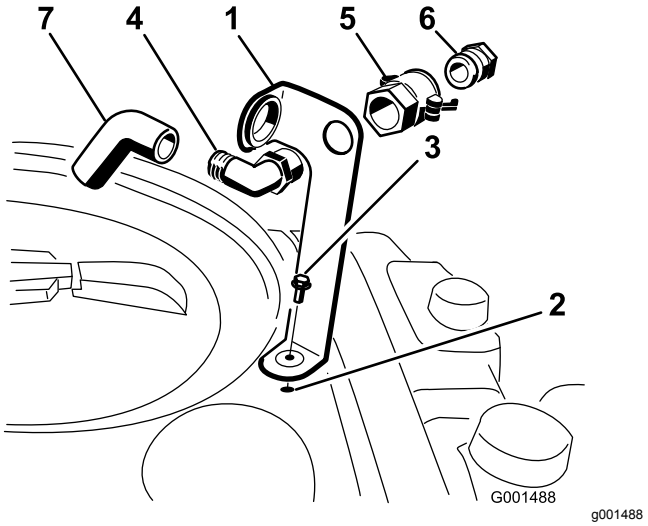

**Figuur 3**
1. Plaats de beugel van de slangaansluiting op de schroefdraadopening in de tank en zet deze vast met een flenskopbout (5/16" x ¾") (Figuur 3).
2. Steek het draadeinde van de elleboogfitting van 90° door de beugel en draai hierop de snelkoppeling zodat deze vastzit aan de beugel (Figuur 3).
3. Monteer de slangadapter in de snelkoppeling (Figuur 3).
4. Zet de slangadapter vast door de hendels naar de adapter te draaien en de hendels vervolgens te borgen met de R-pennen (Figuur 3).
5. Installeer de anti-overloopslang via de grote opening van de beugel en op het geribde uiteinde van de elleboogfitting van 90° (Figuur 3).